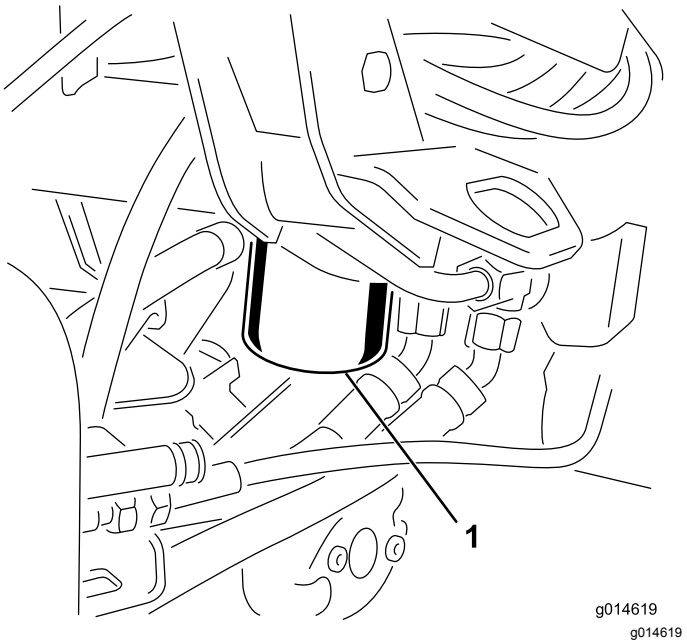

**Figur 38**
1. Rengör runt området där filtret monteras (Figur 38). Ställ ett avtappningskärl under filtret och ta bort filtret.